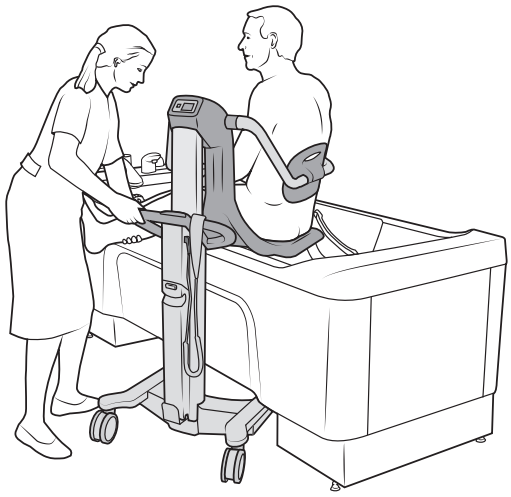

Afbeelding 37
5. Help de zorgvrager om de benen over de rand van de Classic Line 2 badkuip te plaatsen, terwijl u de badliftstoel van de Classic Line 2 badkuip wegdraait. Zorg dat er aan de zijkant tussen de Classic Line 2 badkuip en de badliftstoel voldoende ruimte is. Zie Afbeelding 37.